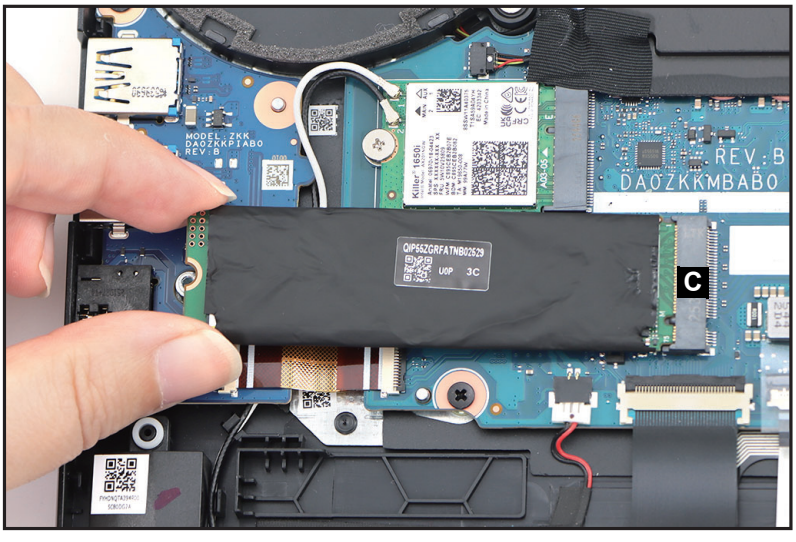

Figure 1-13. SSD Module Removal
4. Disconnect the SSD module from the mainboard connector (C) (Figure 1-13). Then remove the SSD module.